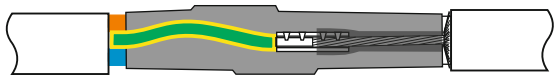

Рис. 13
Соединить РЕ-жилу с оплеткой гильзой ГМЛ (0) 2,5–6,0 (поз. 2) и обжать (см. рис. 13).